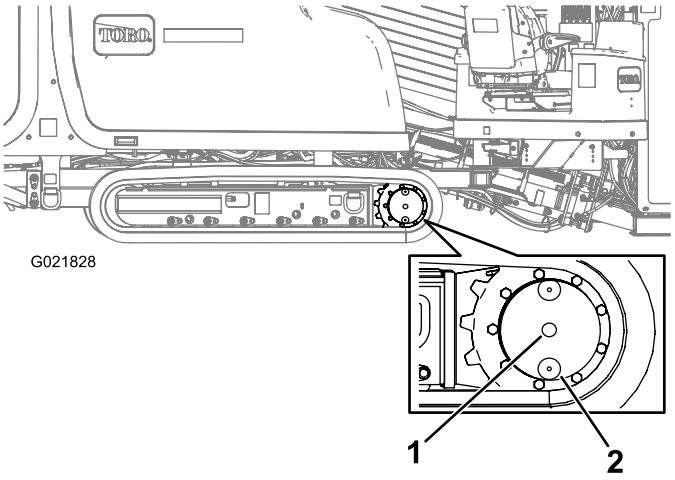

Rysunek 100
2. Wyczyścić obszar wokół korków wlewu oleju rozpuszczalnikiem czyszczącym (Rysunek 100).
3. Wyjąć korek otworu kontrolnego poziomu oleju (Rysunek 100).
2. Oczyścić obszar wokół korków wlewu oleju (Rysunek 100).
3. Obracać przekładnię planetarną, aż korek spustowy oleju znajdzie się bezpośrednio poniżej korka wlewu oleju (Rysunek 100).